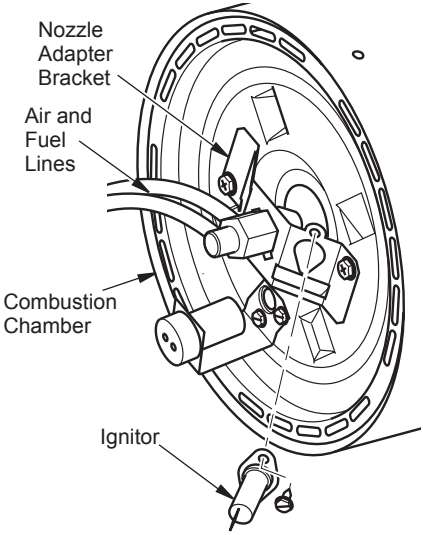
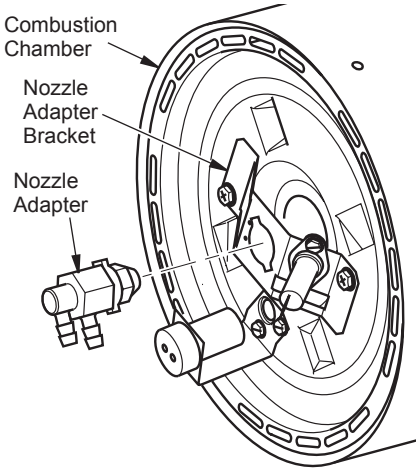
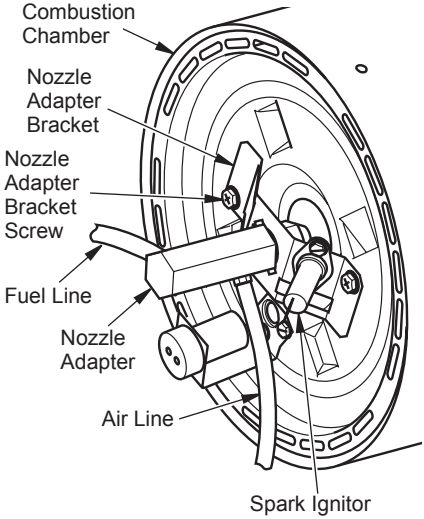
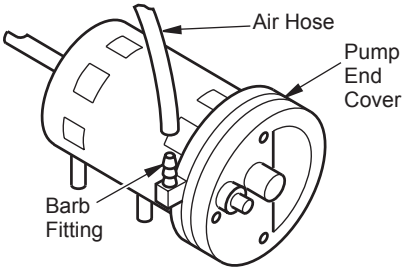

Figure 24 - Removing Spark Ignitor
Figure 25 - Removing Nozzle/Adapter Assembly (100/150 Models)
Figure 27 - Removing Nozzle/Adapter Assembly (200 Model)
Figure 29 - Air Hose to Barb Fitting
3. Turn nozzle assembly to notch in bracket and pull toward motor to remove (see Figure 25).
9. Replace nozzle adapter into bracket (see Figure 25, page 15) and rotate to position shown in Figure 24, page 15.
4. Remove two nozzle adapter bracket screws (see Figure 27).
2. Inspect fuel and air line hoses for cracks and/or holes. If fuel line hose is damaged, disconnect from nozzle adapter (see Figure 24, page 15 or Figure 27) and from fuel filter (see Fuel Filter, page 14). If air line hose is damaged, disconnect from nozzle adapter (see Figure 24, page 15 or Figure 27, page 16) and from barb fitting on pump end cover (see Figure 29).
3. Install new air and/or fuel line. Attach one end of air line hose to barb fitting on pump end cover (see Figure 29) and the other end to nozzle adapter (see Figure 24, page 15 or Figure 27, page 16). Attach one end of fuel line hose to fuel filter (see Fuel Filter, page 15) and the other end to nozzle adapter (see Figure 24, page 15 or Figure 27, page 16).